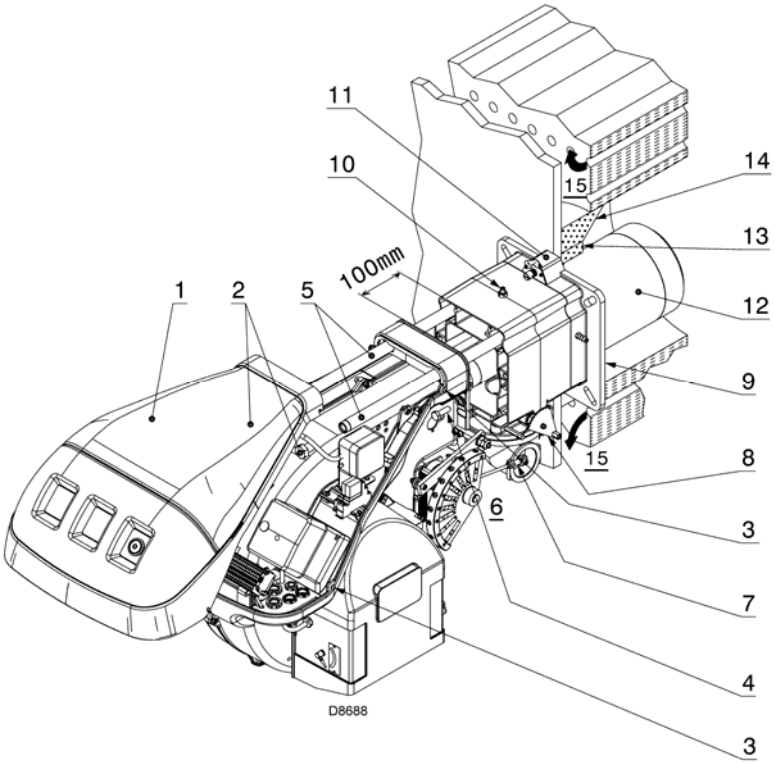

Рис. 11
Данная защитная прокладка не должна препятствовать выниманию головы. Смотри рисунок 11.
После этого снимите голову горелки (рисунок 11) следующим образом:
- ослабьте 4 винта (3) и снимите кожух (1);
- отсоедините шарнир (7) от градуированного сектора (8);
- снимите винты (2) с направляющих (5);
- отвинтите два винта (4) и сдвиньте горелку назад вдоль направляющих (5) на расстояние приблизительно 100 мм;
После выполнения данной операции, если в таковой возникнет необходимость, закрепите фланец (11) (рисунок 11) на фланце котла, установив изолирующий экран (9) (рисунок 11), который входит в комплект поставки.